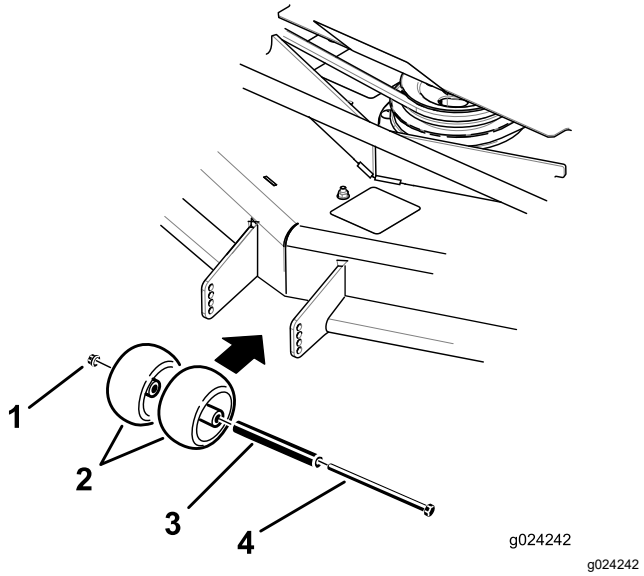
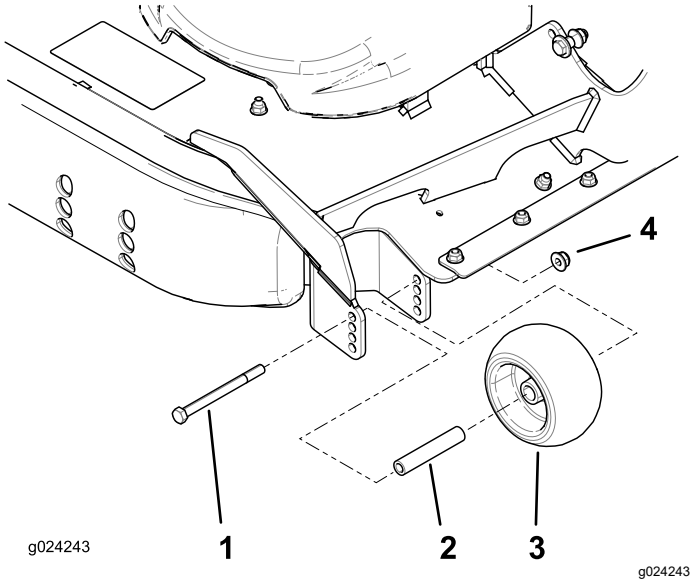

**Figur 33**
**Figur 34**
3. Juster antiskalperingsrullerne som vist i Figur 33 og Figur 34.